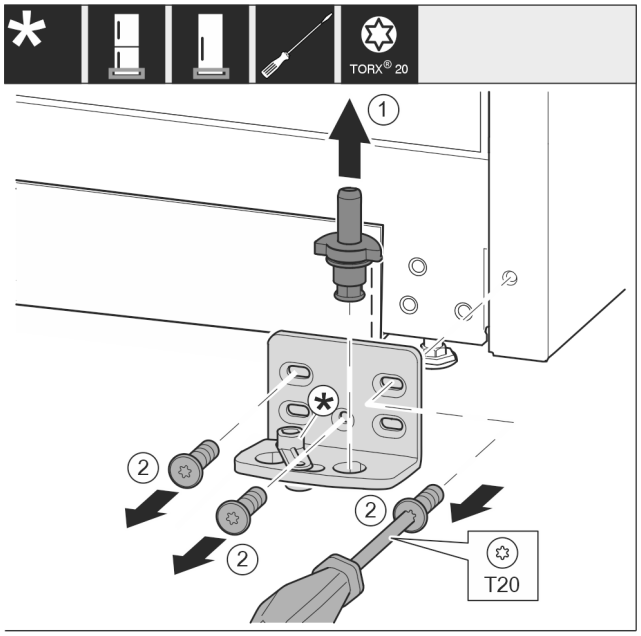

Fig. 12
- ▶ Опорный палец *Fig. 12 (1)* полностью извлеките движением вверх.
- ▶ Открутите винты *Fig. 12 (2)* отверткой и снимите опорный кронштейн.